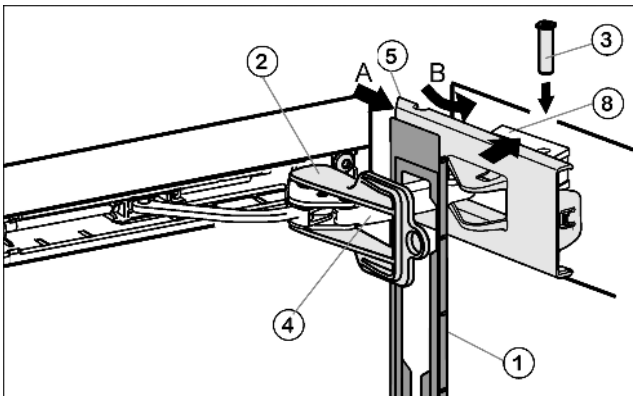

Fig. 23
▶ Attach the faceplate *Fig. 23 (1)* to the soft stop bracket *Fig. 23 (4)* so that the catches face inwards and the front faces the appliance.
▶ Slide on the cover *Fig. 23 (5)* from the outside (A) and swivel it over the bearing element *Fig. 23 (8)* (B).
▶ Attach the cover *Fig. 23 (5)* and engage it as far as the first detent.
▶ Draw the soft stop bracket *Fig. 23 (4)* to the bearing element *Fig. 23 (8)* and insert the pin *Fig. 23 (4)* from above so that the square is seated in the depression.
▶ Now completely snap the cover *Fig. 23 (5)* onto the bearing element *Fig. 23 (8)*.
▶ Twist the safety lock *Fig. 23 (2)* for removal.
▶ Snap thefaceplate *Fig. 23 (1)* onto the door.